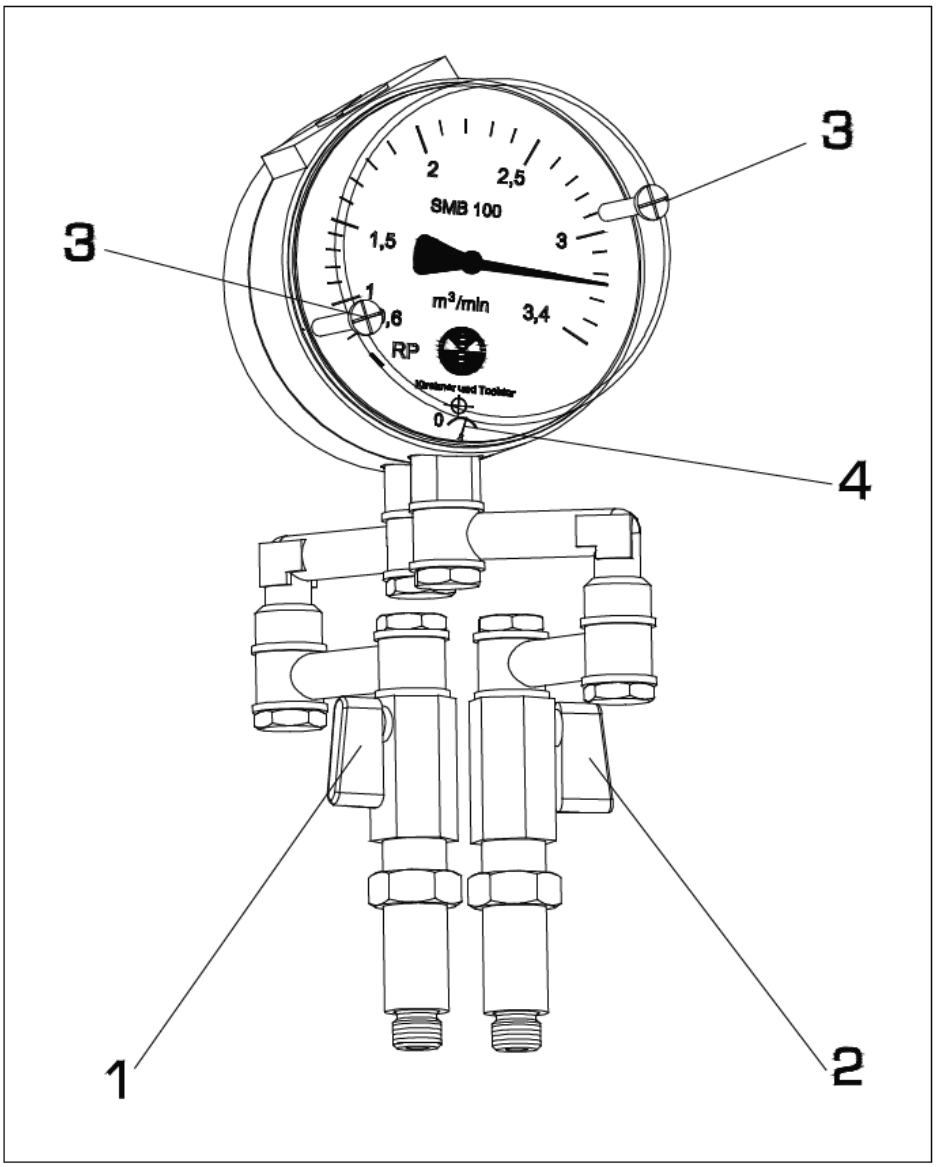

Rysunek 9
3. Usuń śruby (3, rys.9) od wskaźnika